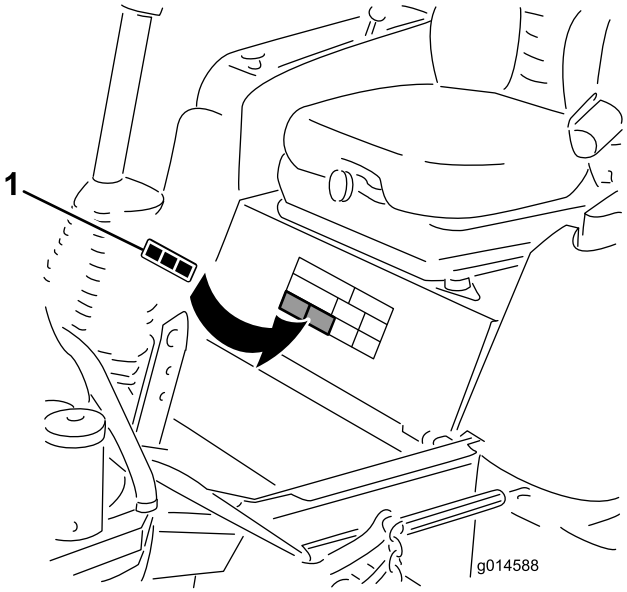

Figuur 9
1. Reinig de plaats waar de sticker dient te worden aangebracht grondig (Figuur 9).